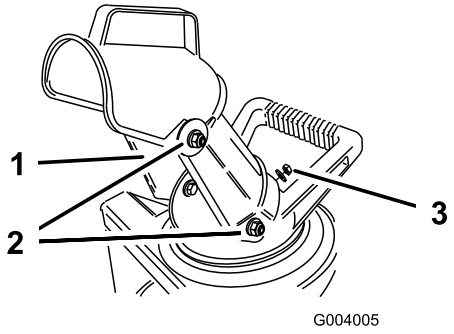

Figur 4
1. Placera hålen på utkastarens sidor över bultarnas ändar på utkastarhandtagets sidor. (Figur 4).